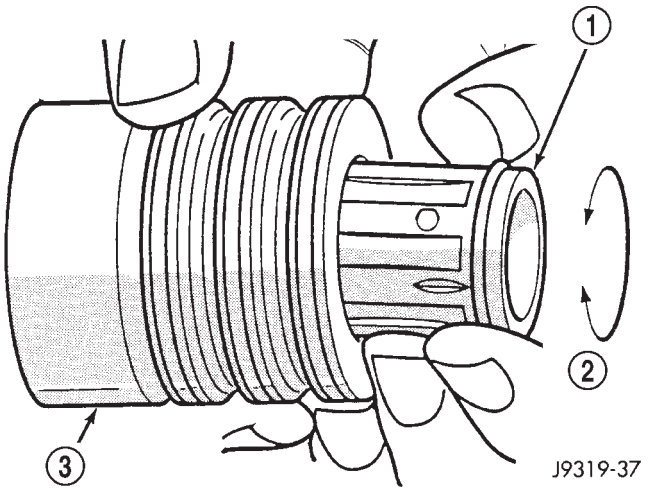

Fig. 28 Spool Valve
(6) Remove spool valve from valve body by pulling and rotating the spool valve from the valve body (Fig. 28).